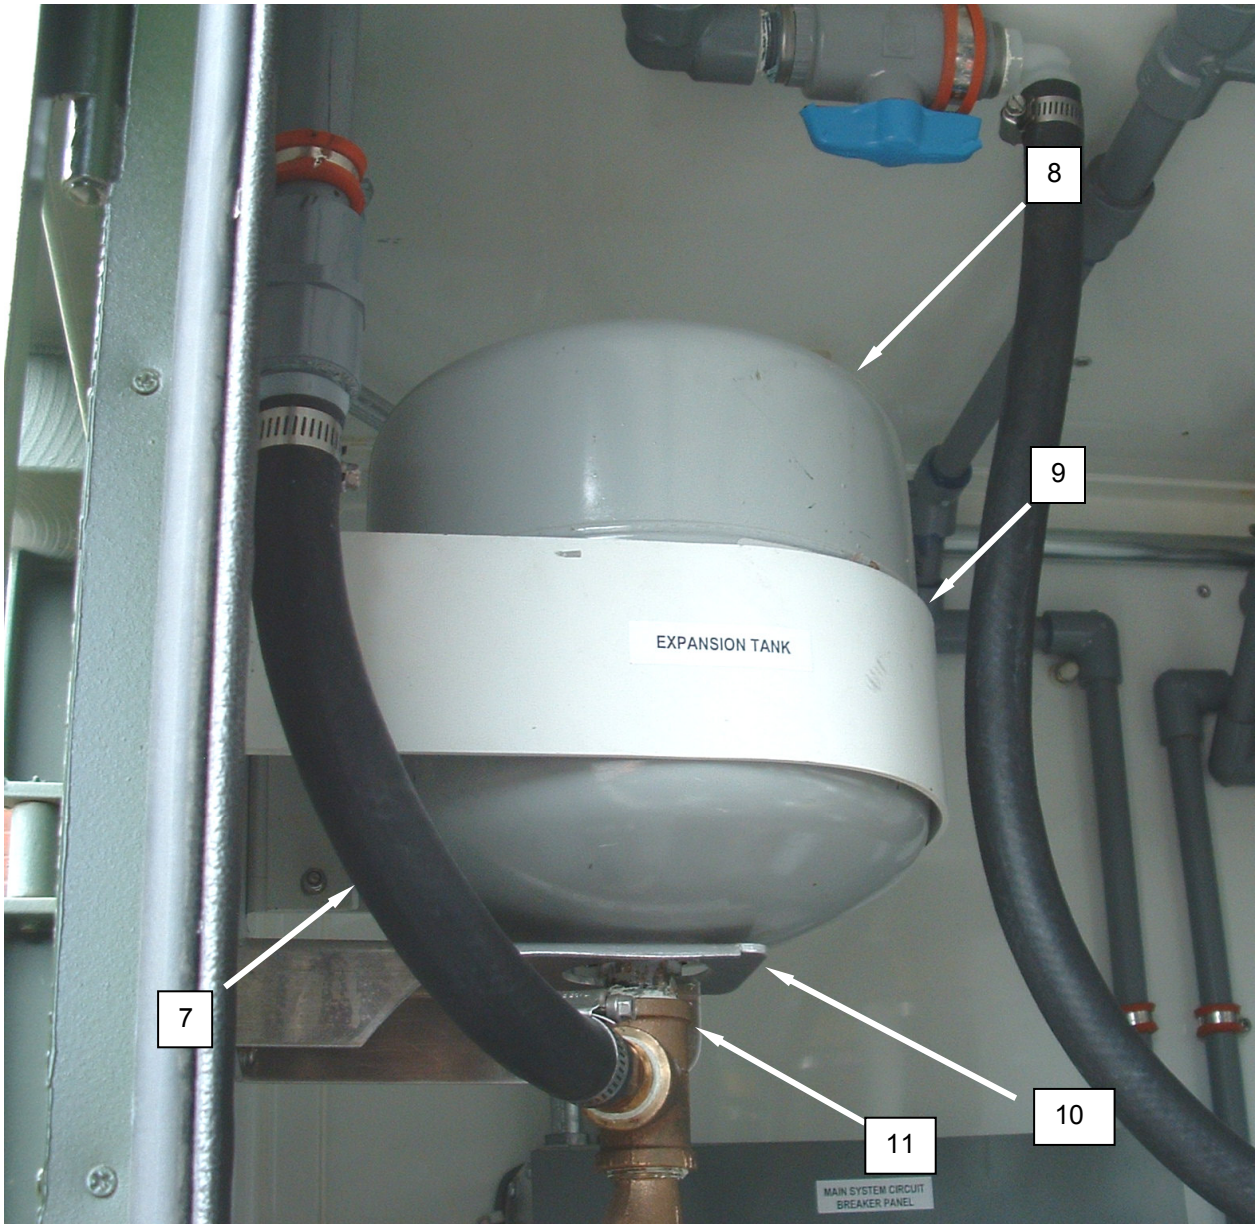

Figure 3. Replace the Expansion Tank.
3. Tag and disconnect hoses **(Figure 3, Item 7)** from tank **(Figure 3, Item 8)**.
4. Remove screws retaining the tank mounting strap **(Figure 3, Item 9)** and the lower bracket **(Figure 3, Item 10)**.
5. Secure the tee fitting **(Figure 3, Item 11)** with a pipe wrench, and unscrew the tank **(Figure 3, Item 8)** from the tee fitting.
6. Apply pipe sealer compound to the threads on the replacement tank **(Figure 3, Item 8)** and screw the replacement tank into the tee fitting **(Figure 3, Item 11)**.
7. Ensure the tank **(Figure 3, Item 8)** is aligned so that the data decals are accessible.
8. Install the tank mounting strap **(Figure 3, Item 9)** and the lower bracket **(Figure 3, Item 10)**, and retain with screws.
9. Connect hoses **(Figure 3, Item 7)** to tank **(Figure 3, Item 8)** as tagged.